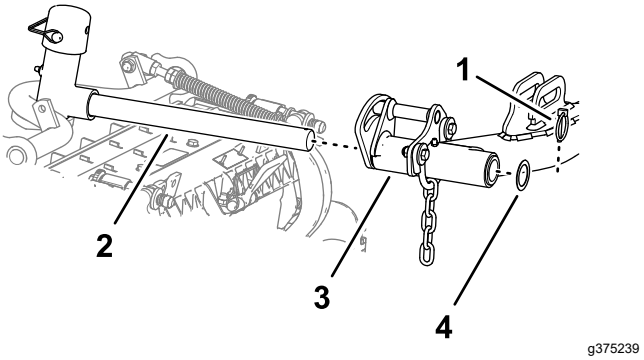

Figuur 19
6. Schuif een maai-eenheid onder de hefarm (Figuur 19).